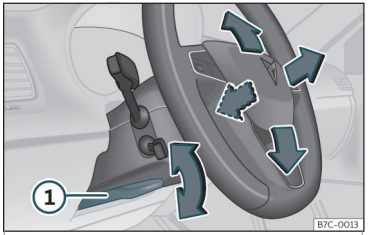

Fig. 3 Palanca en la parte inferior del lateral izquierdo de la columna de dirección.
- Tire de la palanca ››› **fig. 3** ① hacia abajo, mueva el volante hasta la posición deseada y vuelva a subir la palanca hasta el punto de cierre.
- **Tras ajustar la columna de la dirección, empuje firmemente la palanca ››› fig. 3 ① hacia arriba para que el volante no cambie de posición accidentalmente durante la marcha.**